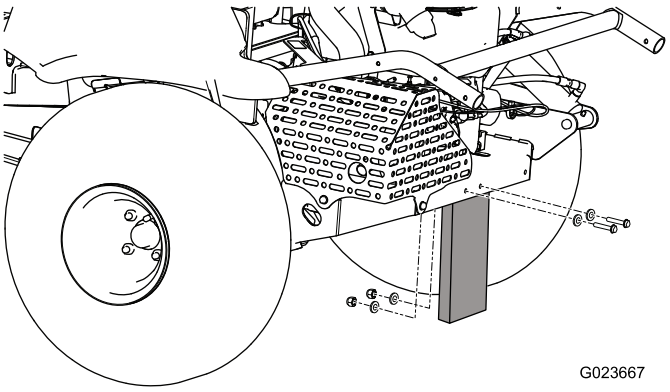

Figur 3
1. Fjern mutrene, boltene og skivene som fester transportbordet på baksiden til maskinen (Figur 3).